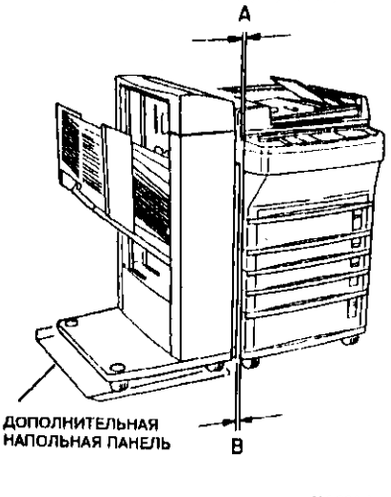

Рисунок 2. Проверка зазора
2. (Рисунок 2) Если разность размеров A и B превышает 5 мм, выполните регулировку.